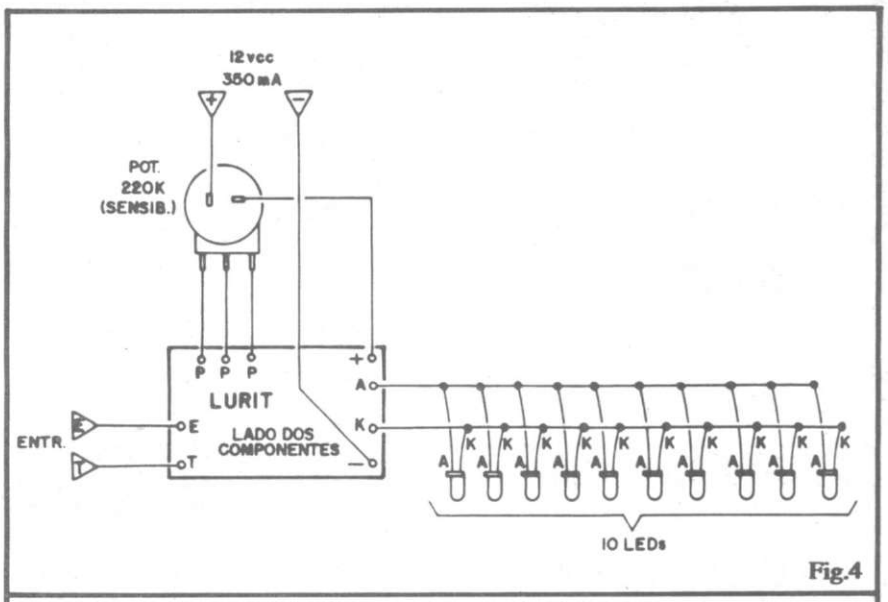

Fig.4
- **FIG. 4** - Diagrama das conexões externas à placa. Nessa fase o Leitor/Hobbysta também precisa de atenção (mas nada que uma nova consulta ao TABELÃO não possa resolver...) e cuidado. A plaquinha é ainda vista pelo lado não cobreado, devendo o Leitor observar as conexões do potenciômetro (cuja chave incorporada controla também a própria alimentação do circuito), polaridade da alimentação e - principalmente - as ligações aos 10 LEDs. Quanto a estes últimos, observar que ficam fora da placa, o que facilita seu arranjo em instalações "ao gosto do freguês" (sugestões mais à frente...). Notar ainda que os terminais de Entrada são representados pelo fio "E" (**vivo** da Entrada) e "T" (**terra** da Entrada)